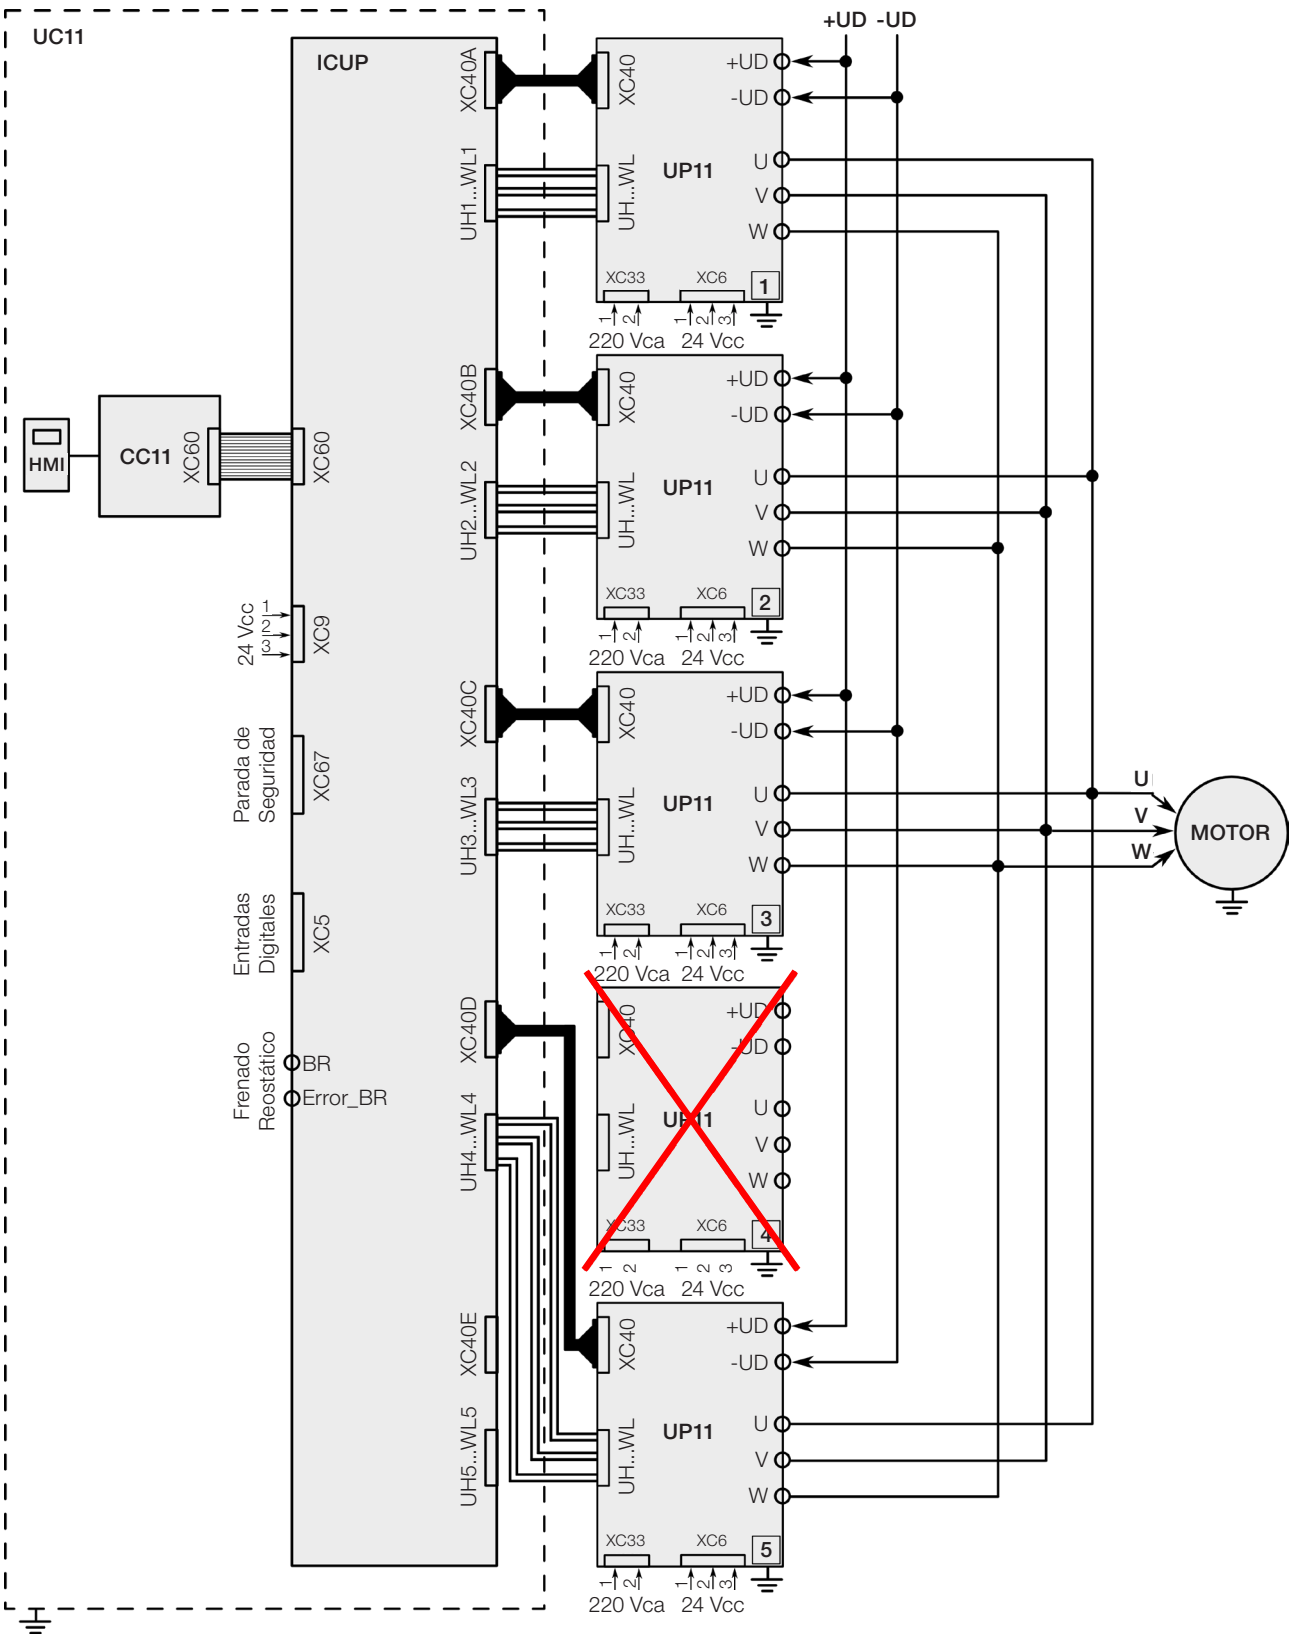

Figura 5.7: Desplazamiento de las conexiones de control en la tarjeta ICUP
3. Deshacer las conexiones de potencia y control de la UP11 número 4, conforme la Figura 5.7 en la página 5-13.
4. Desplazar las conexiones de control en la tarjeta ICUP, conforme la Figura 5.7 en la página 5-13. Conectar los cables de control de la UP11 número 5 en la posición 4 de la tarjeta ICUP. De esa forma, la que era UP11 5 se torna UP11 4.